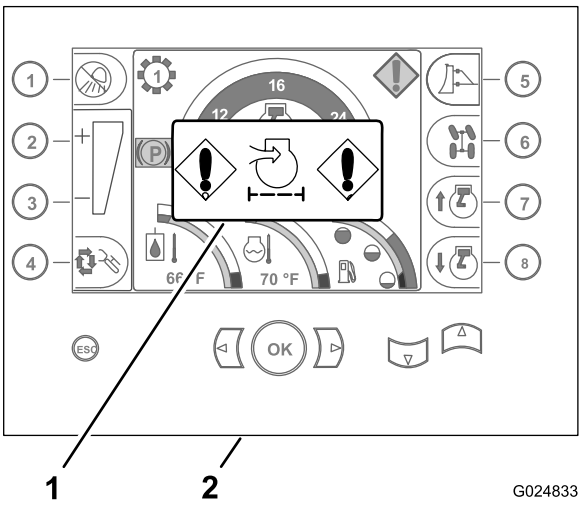

Figura 28
2. Verifique se o indicador de entupimento do filtro de ar é exibido na tela de início da central de comando (Figura 28).